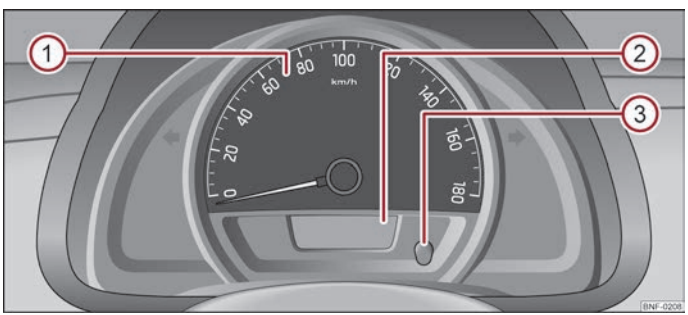
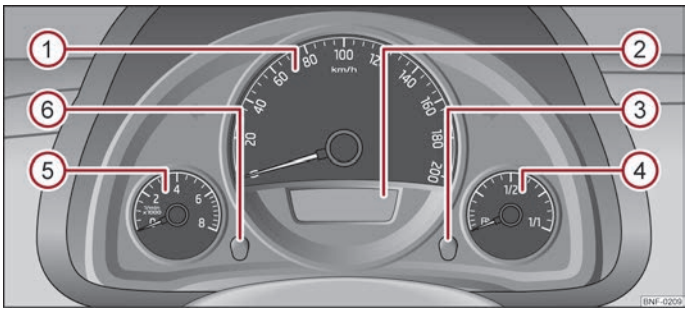

Fig. 2 Instrument cluster - Version 1
Fig. 3 Instrument cluster - Version 2
The red zone of the rev counter scale (5) ⇒ Fig. 3 indicates the range in which the engine control unit begins to limit the engine speed. The engine control unit restricts the engine speed to a steady limit value.
To toggle between the odometer and the daily trip counter, briefly press the button (3) ⇒ Fig. 2 or ⇒ Fig. 3.